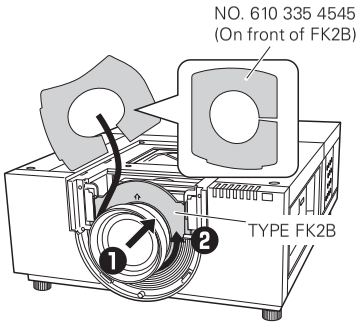

Fig. 13
- When installing No. AH-32021, use two (2) Light-Block Plates. Make sure the figure is correct and put in proper position. (See Fig.13)
❶ Before mounting the Light-Block Plate (No. 610 335 4545), turn the projector on and move the projected image to the most upper left with the lens shift function. Then turn the projector off.
❷ Insert the Light-Block Plate (No. 610 335 4545) in the direction shown in the figure to the right. The Light-Block Plate should encircle the lens. Rotate the Light Block Plate counter clockwise until the convex side is in a downward position.